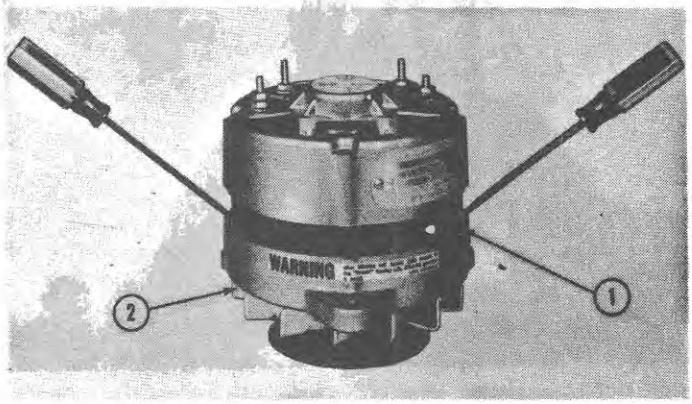

Figure 32
2. Insert two small screwdrivers in the stator slots between the stator and front housing, as shown in Figure 32.